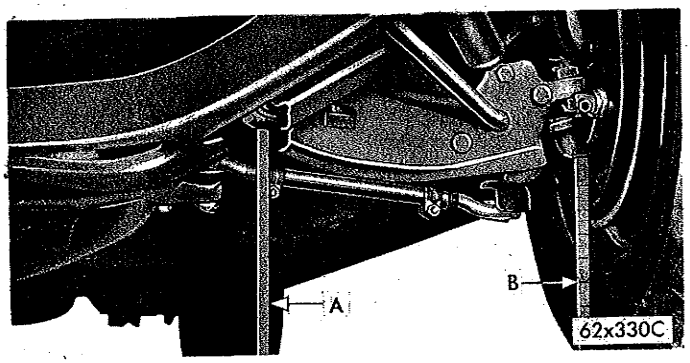

*Fig. 2—Measuring Front Suspension Height (Belvedere-Satellite)*
(1) Clean all foreign material from bottom of steering knuckle arm assemblies and from lowest area of the height adjusting blades directly below center of lower control arm inner pivots.
(2) Jounce vehicle several times releasing it on downward motion.
(3) Measure distance from lowest point of one adjusting **blade** to floor (Measurement A) and from lowest point of steering knuckle arm, on same side (Measurement B) to floor (Fig. 2). **Measure only one side at a time.**
(4) Refer to Specifications and adjust if necessary by turning torsion bar adjusting bolt clockwise to increase height and counterclockwise to decrease height.
(5) After each adjustment, jounce vehicle before remeasuring. Both sides should be measured even though only one side has been adjusted.
(6) Measure other side in same manner. The maximum allowable difference in suspension height from